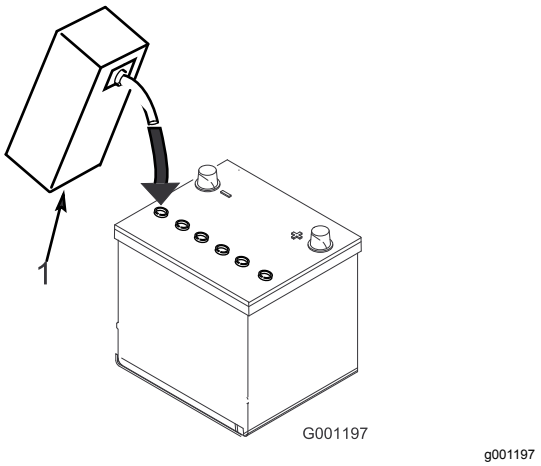

Figur 10
3. Fyll försiktigt varje cell med elektrolyt tills plattorna är täckta med ca 6 mm vätska (Figur 10).
Obs: Fyll vid behov på så mycket elektrolyt att nivån kommer upp till ca 6 mm från botten av påfyllningshålet (Figur 10).